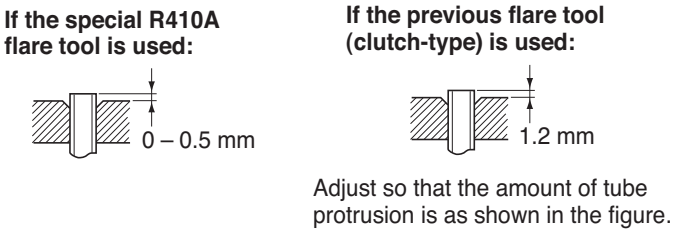

Fig. 10
(3) Remove the flare nut from the unit and be sure to mount it on the copper tube.
(4) Make a flare at the end of copper tube with a flare tool.* (Figs. 10 and 11)